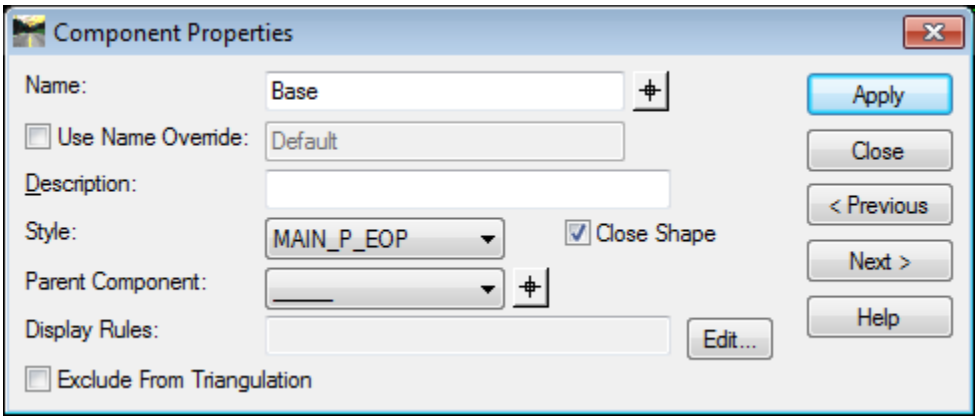

Figure L7-29 Component Properties
• Verify your entries match those shown in *Figure L7-29*.